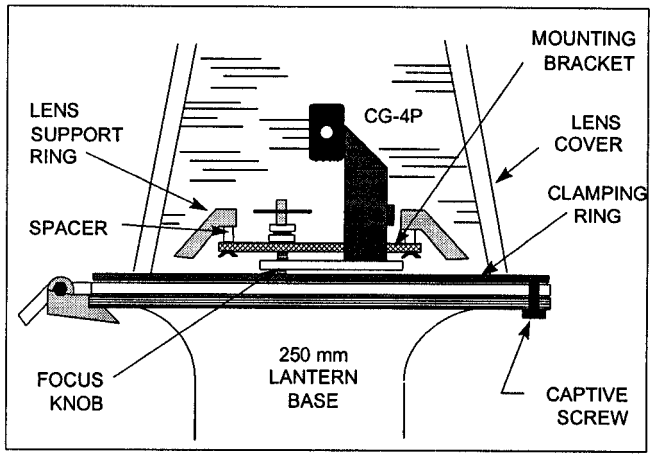

Figure 2-8
a. Loosen all screws on the lens cover clamping ring. See Figure 2-8.